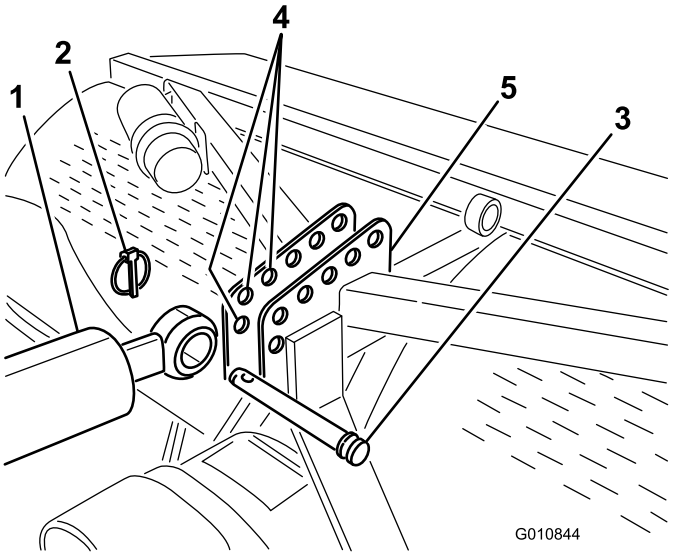

Figuur 6
7. Bevestig het uiteinde met de stang van de hydraulische bovenste schakel zo ver mogelijk vooraan in een opening van de beugel van de beluchter met de draaipen en de lynchpen (Figuur 6).